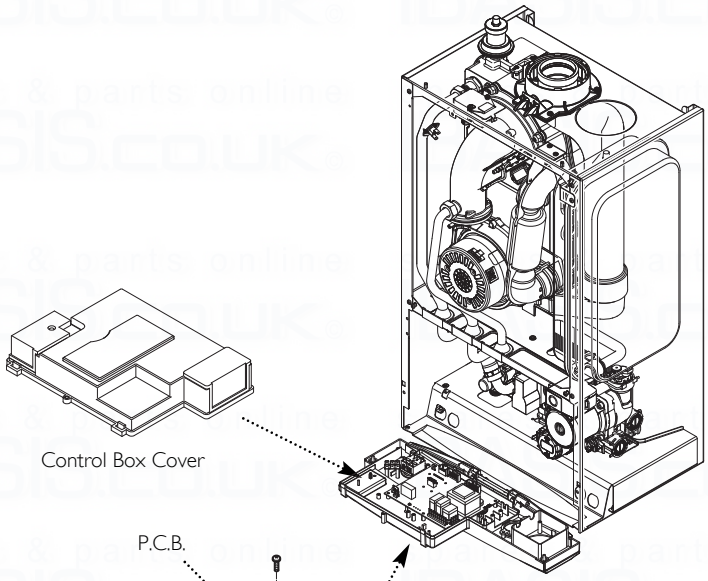

Fig. 97
14.21 P.C.B. (Figs. 97 & 98)
14.22 Selector Switch (Figs. 97 & 98)